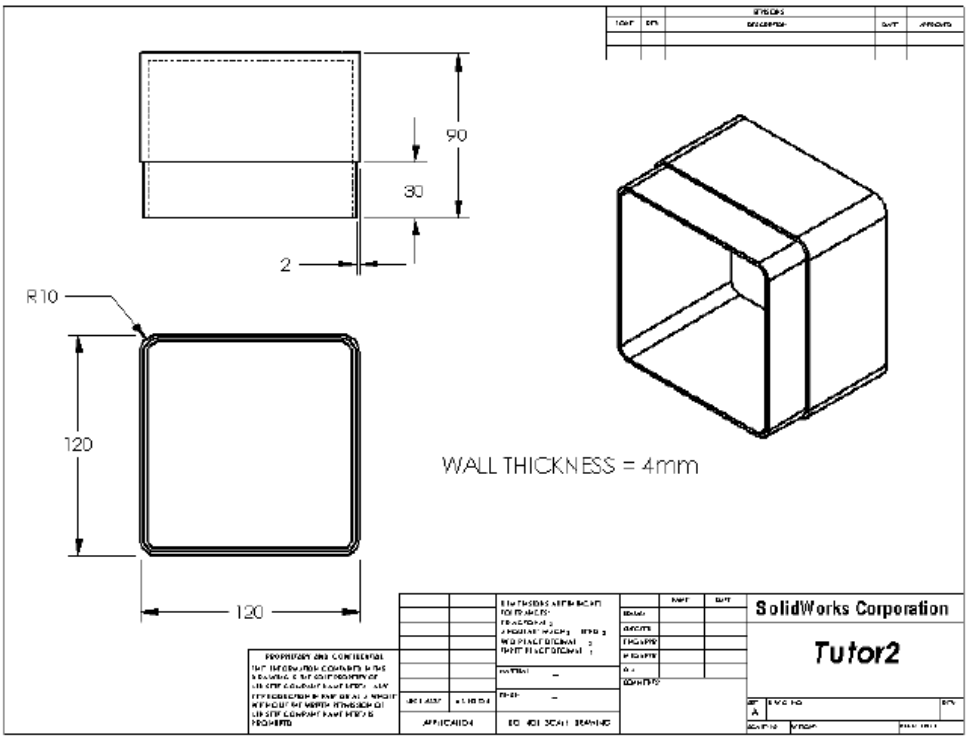
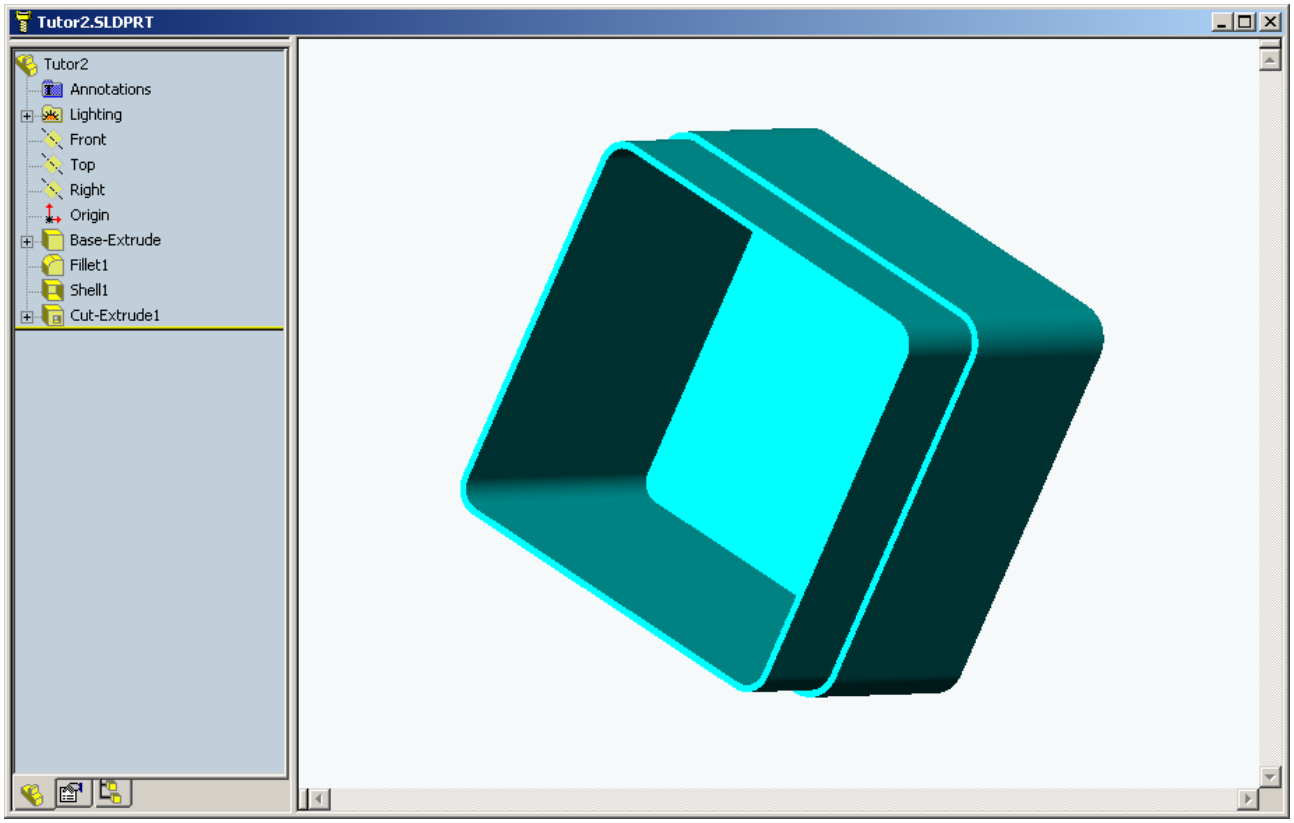
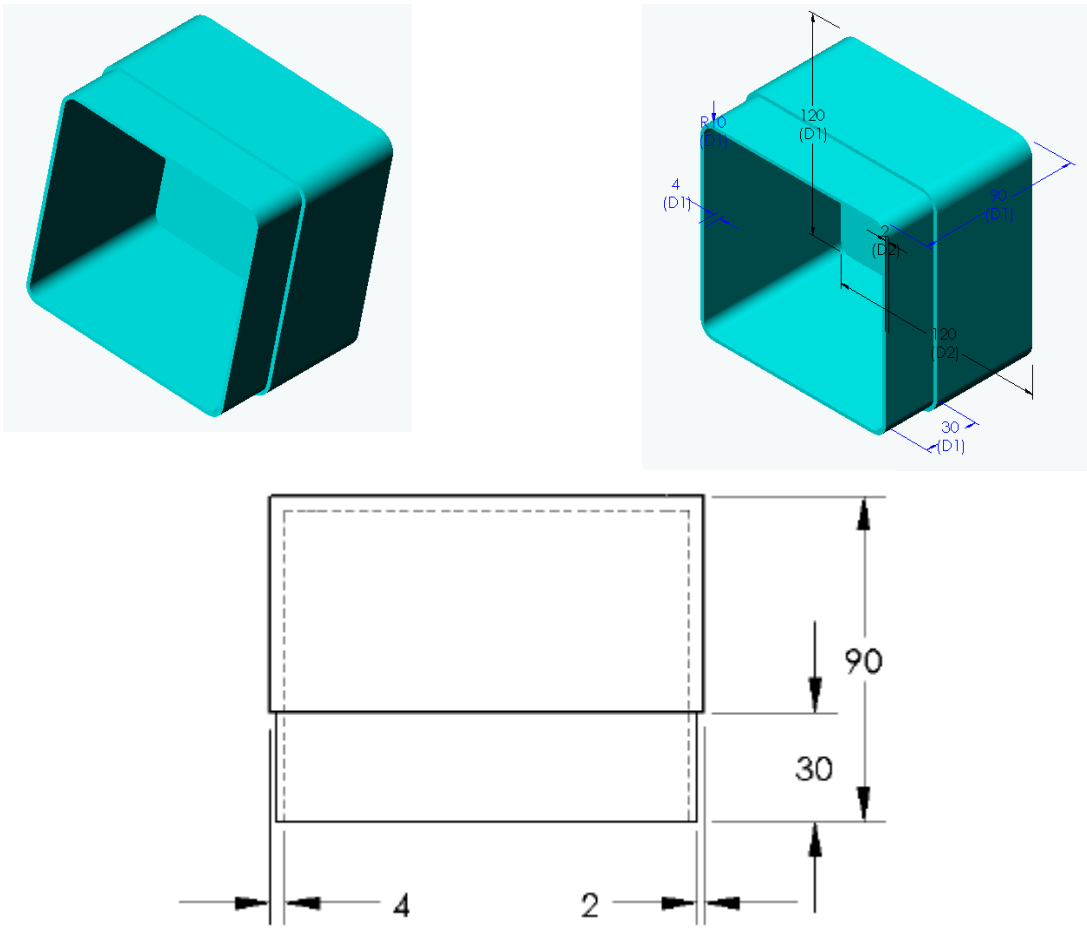
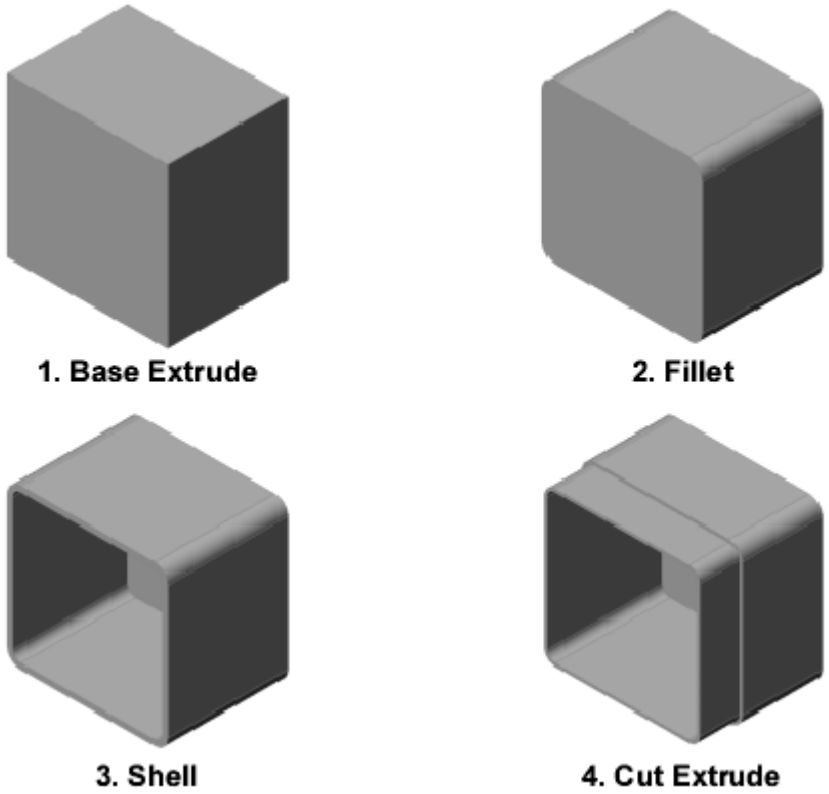

Fig. 6 – Desenho de definição do componente *Tutor2*.
Fig. 7 – Componente *Tutor2* na janela de documento do *SolidWORKS*.
Fig. 8 – 3 Vistas do componente *Tutor2*.
Fig. 9 – *Features* utilizadas na construção do componente *Tutor2*.
4) Modele no *SolidWORKS* o componente *Tutor2* representado nas *Fig. 6*, *Fig. 7*, *Fig. 8* e *Fig. 9*.